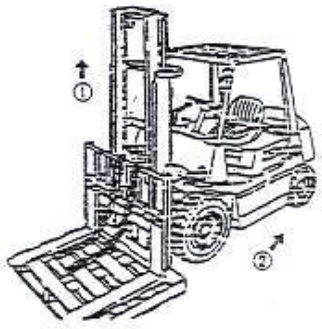

Fig. 2-71
(2) Lower the fork and pallet on the ground.
(3) Remove the upper end connector of chain and take off the chain from the sprocket wheel.
(4) Lift the internal mast (① in Fig. 2-71).
(5) Confirm the fork arm carrier is separated with the external mast. Drive the machine back (② in Fig. 2-71).
(6) Replace the main roller.